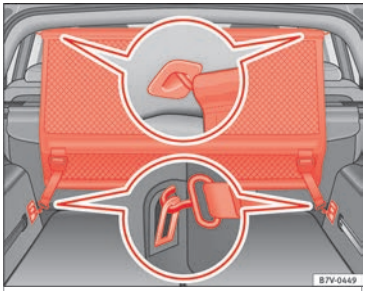

Afb. 167 In de bagageruimte: Scheidingsnet achter de tweede zitrij inbouwen.
- Haak het scheidingsnet in de steun die zich linksachter in het dak bevindt ››› **afb. 167**. Let
- Maak de twee haken van het scheidingsnet aan de voorste banden van de bagageruimte ››› afb. 167 vast en trek de banden aan.
- Haak het scheidingsnet in de steun die zich linksachter in het dak ››› afb. 167 bevindt. Let er hierbij op dat u de steun van bovenaf naar beneden begeleidt.
- Maak de haken van het scheidingsnet los van de bevestigingsogen ››› afb. 167.
- Maak het scheidingsnet los van de rechtersteun in het dak ››› afb. 167 door de steun aan te duwen.